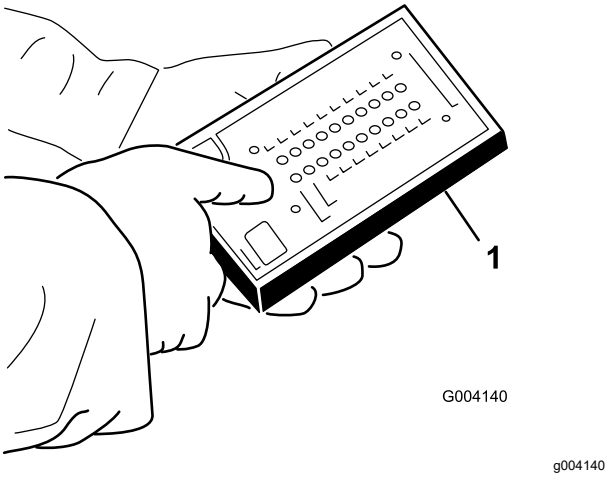

**Figur 39**
5. Anslut diagnosinstrumentets kontakt till ledningsnätets kontakt (Figur 39).